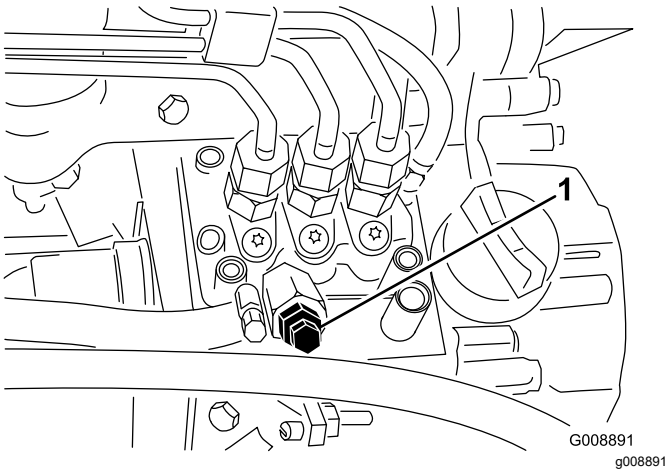

**Figur 35**
4. Åbn udluftningsskruen på brændstofindsprøjtningspumpen (Figur 35).